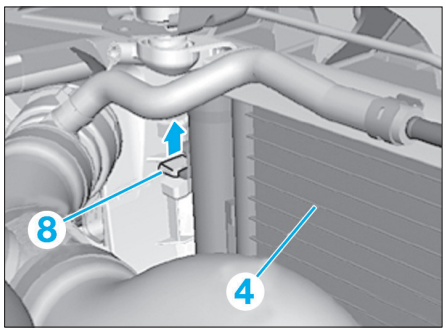

Fig. 8
• Repousser les conduites de frigorigène (6) et (7) légèrement sur le côté.
• Déverrouiller la patte de fixation (8) dans le sens de la flèche et tirer en arrière le condensateur de climatisation (4) **(Fig.8)**.